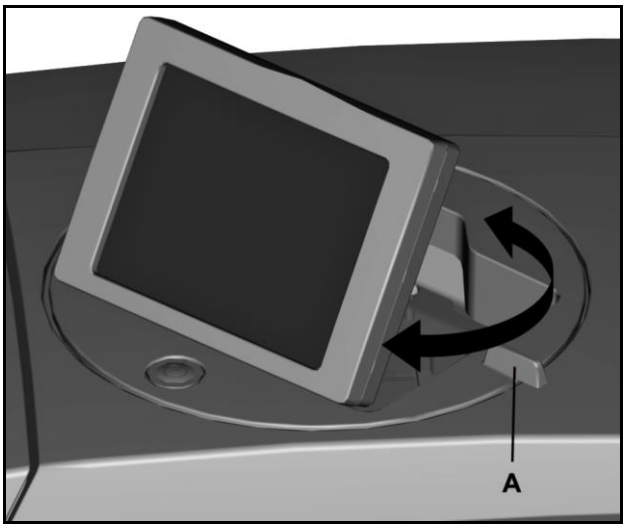

Afb. 13 Ronddraaien van het touchpanel
2 Draai het touchpanel aan het handvat (A) in de gewenste positie (zie "Afb. 13 Ronddraaien van het touchpanel”).